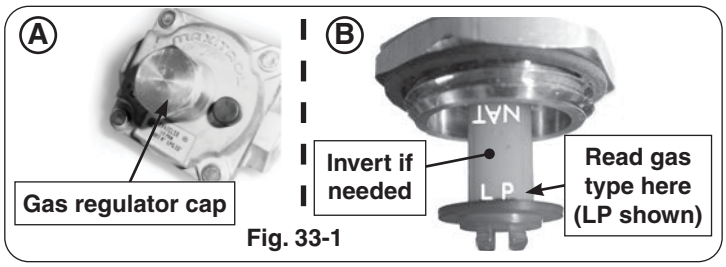
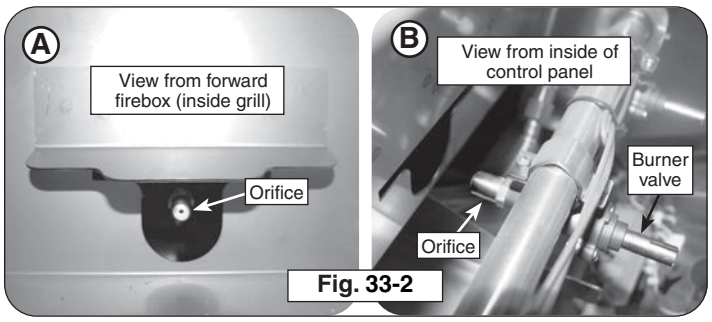

Fig. 33-1
Fig. 33-2
The gas regulator, equipped only on natural gas models and located beneath the grill, must be set for the type of gas used to fuel the grill. To check the regulator setting, remove the cap in the center of the regulator (Fig. 33-1, A). Holding the cap vertical (see Fig. 33-2, B), the letters at the bottom of the plastic stalk indicate the gas type for which the regulator is currently configured.
3. Use a $^1/_2$" hex deep socket nut driver to remove the exposed orifices. Access the orifices through the holes in the forward firebox plate inside the grill (see Fig. 33-2, A). Check orifices. If needed, replace all with the correct orifices for the new gas.
Alternatively, the orifices can be accessed through the inside of the control panel if the proper tool is not available (see Fig. 33-2, B). This allows a $^1/_2$" open-end wrench to be used instead of a $^1/_2$" hex deep socket nut driver. To open the control panel, see the CONTROL PANEL REMOVAL section.